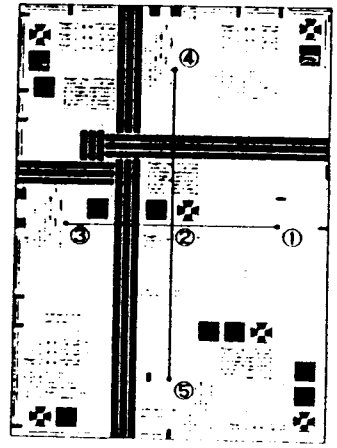

Рис. 1 NZM-0075
2. (Рис. 1): Сравнив копию тест-листа с оригиналом проверьте одинаковость расстояний между контрольными точками: